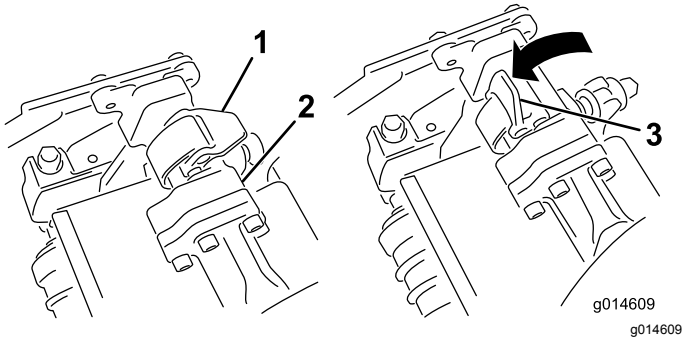
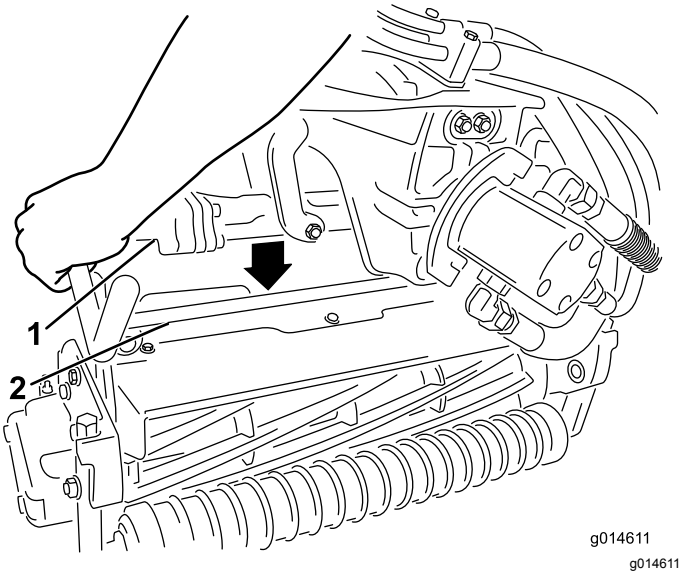

Figur 12
Figur 13
9. Låt spärrarna på upphängningsarmstången peka uppåt (dvs. de ska vara öppna) (Figur 12) och tryck upphängningsarmen nedåt så att stången passar över stången över ovansidan av klippenheten (Figur 13).
10. Fäll spärrarna nedåt och runt klippenhetsstången och lås dem på plats (Figur 12).